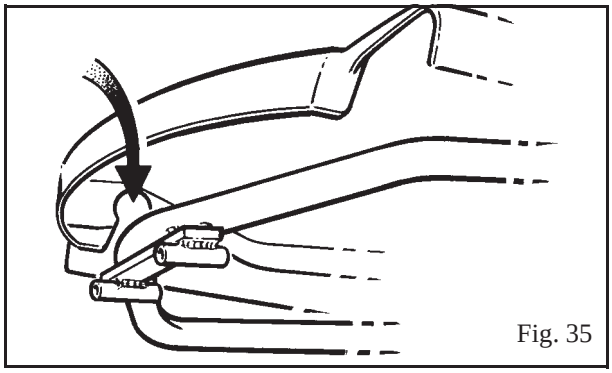

Fig. 35
2. Placer klemmebeslagene over den bageste tværstang på sæderammen. (Se fig. 35)